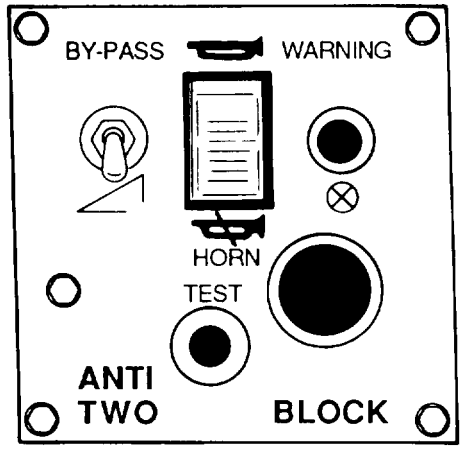

Figure 5-9. *Anti-Two Block Panel*
e. Start engine. Hold on anti-two block BY-PASS switch (Figure 5-9).